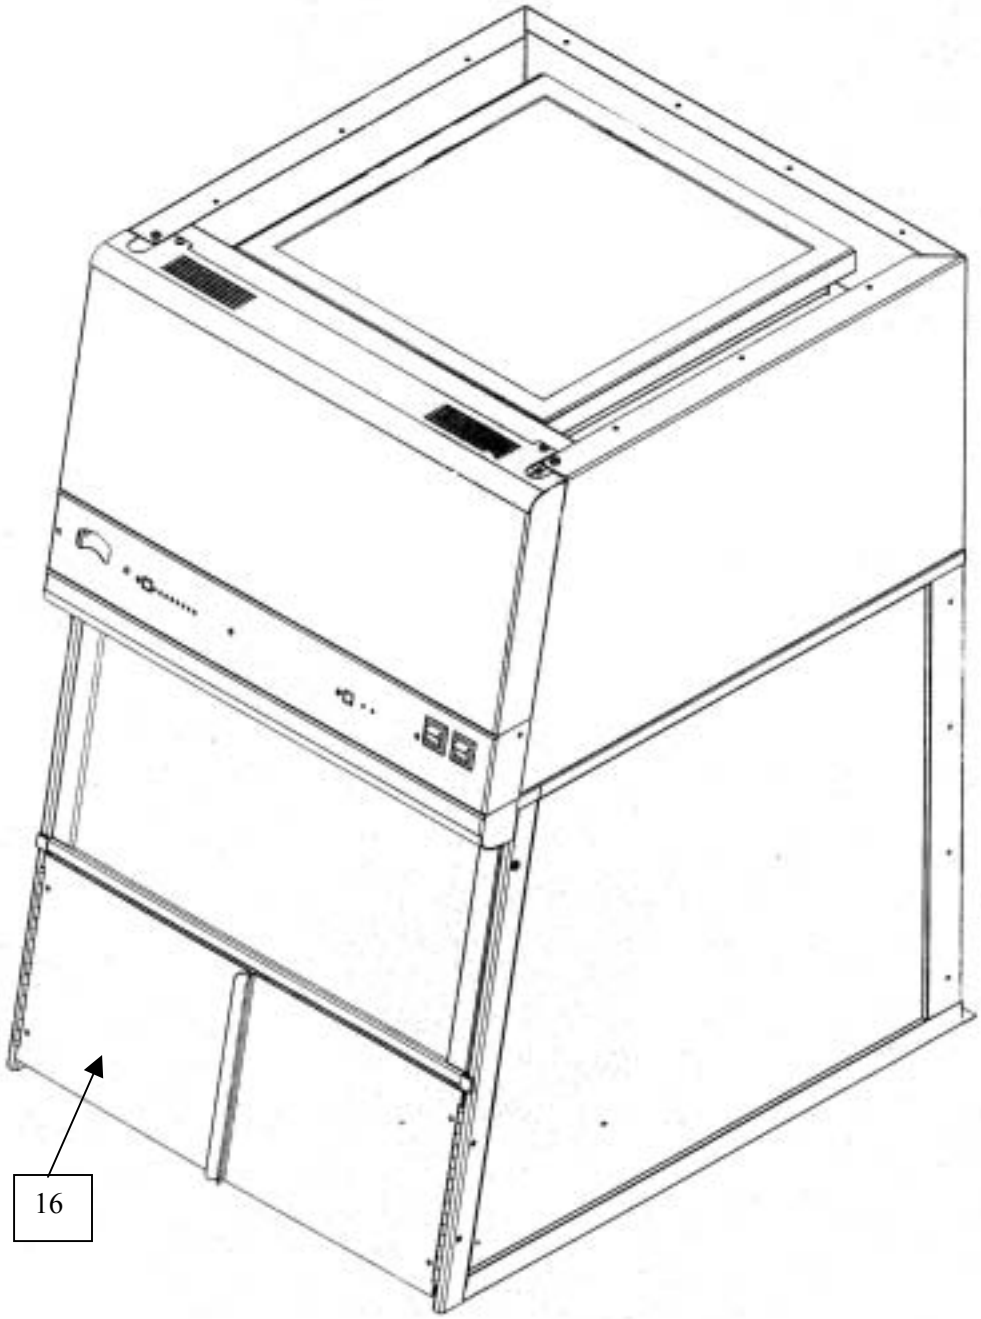

Figure 4-3
16. **UV Sash Closure (Optional)** provides added safety to prevent access inside the enclosure. See Figure 4-3.